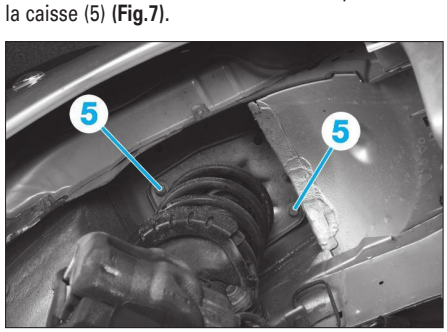

**Fig. 7**
- les vis de fixation de l'élément de suspension sur la caisse (5) **(Fig.7)**.